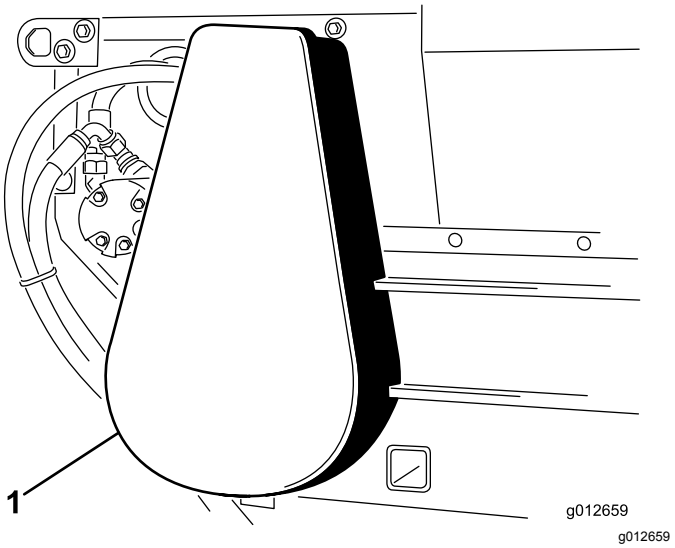

Figur 34
3. Monter kædedækslet (Figur 34).